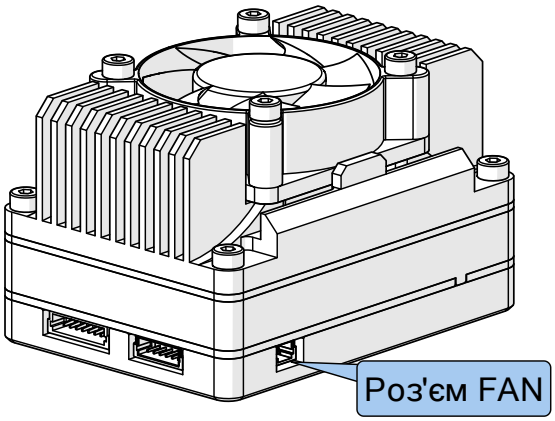

Рисунок 9
4.10. Підключити кулер (Рисунок 9) роз'ємом JST-SH 1mm (2 pin) до роз'єму FAN на Sheitan VTX.